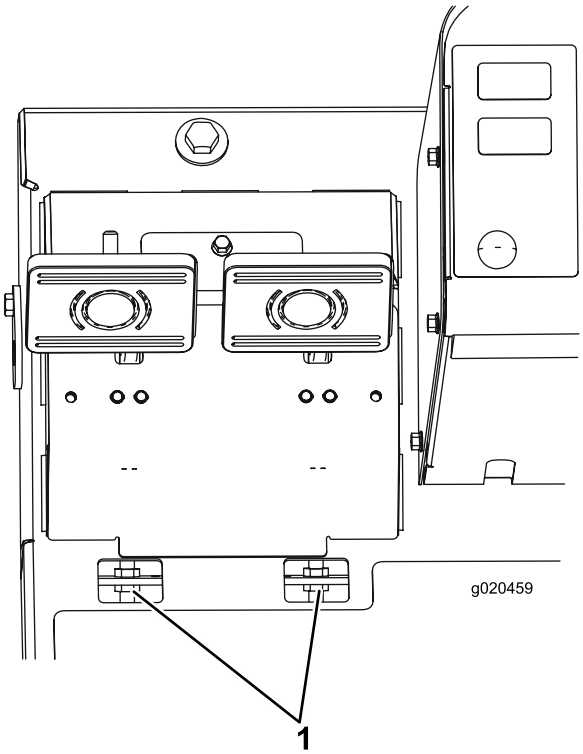

Bild 67
B. Lockern Sie die vordere Mutter an der Gewindeseite des Bremszuges (Bild 67).